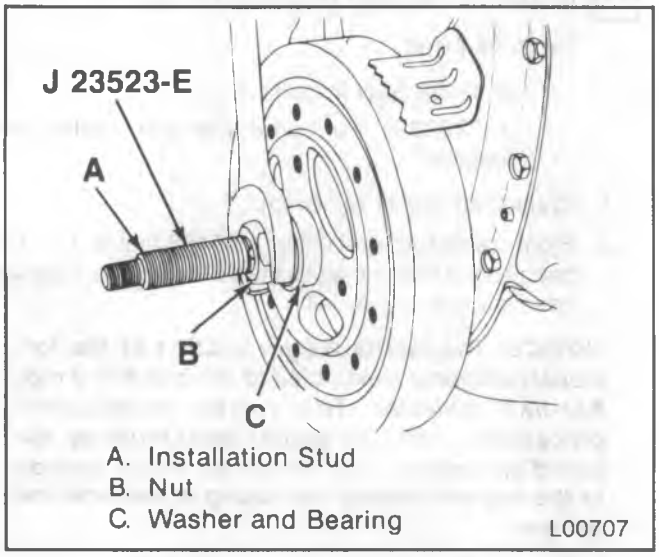

Figure 18—Installing the Torsional Damper
3. Stud ('A'; figure 18) to the crankshaft. Thread the stud fully into the tapped hole in the crankshaft.
5. Bearing, washer and nut (figure 18).